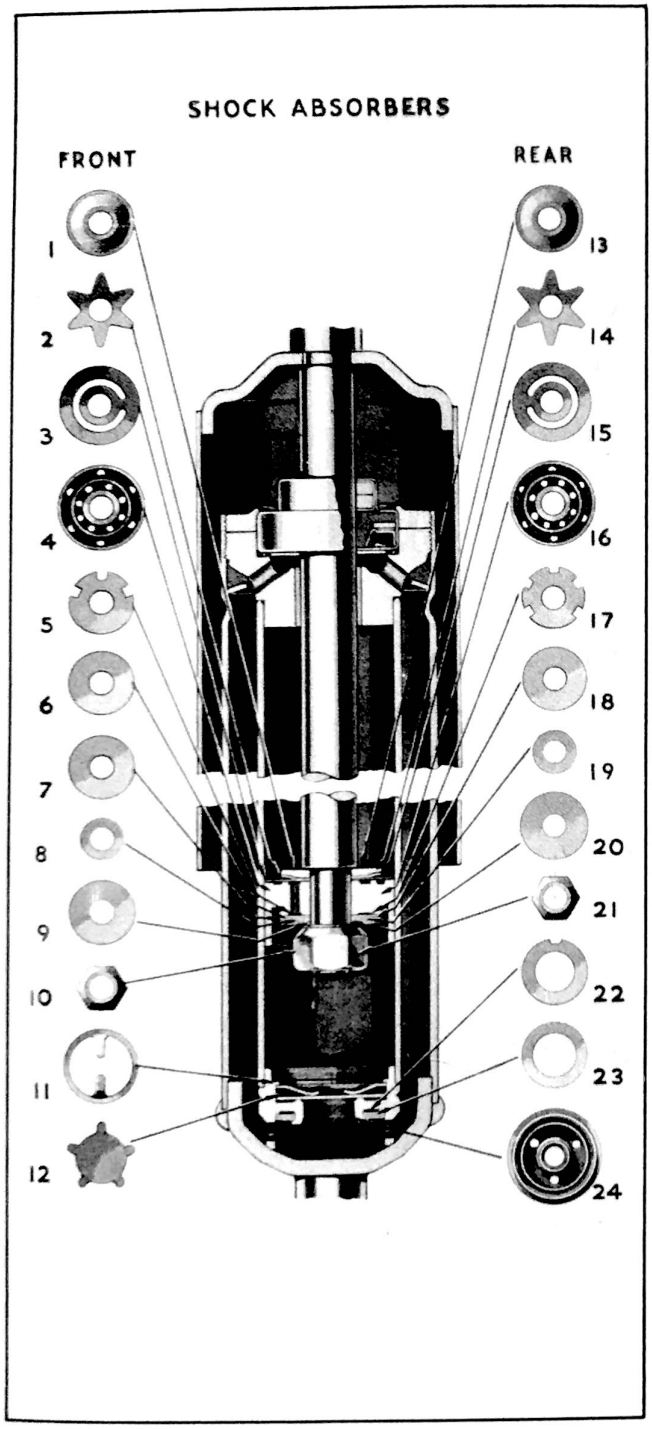

Figure 341 - Shock Absorber - Monroe
Place the upper part of the shock absorber in holding fixture J 993-1 and clamp in vise with the open end of the shock absorber up and then push the pressure tube down as far as it will go. Remove the parts on the Front Shock Absorber in the order given - on Fig. 341.
VALVE DISASSEMBLY, FRONT MONROE SHOCK ABSORBER. Remove piston rod nut (10), Fig. 341, pressure relief valve disc (9) (2 used), pressure relief valve back plate (8), pressure relief valve disc (7), pressure relief valve disc (6), metering washer (5), piston (4). Be sure to mark location of piston on rod to insure it being replaced in same position, intake valve (3), intake valve star spring (2) and support washer (1).
VALVE DISASSEMBLY, REAR MONROE SHOCK ABSORBER. Remove piston rod nut (21), Fig. 341, pressure relief disc (20) (2 used), pressure relief valve back plate (19), pressure relief valve disc (18), metering washer (17), piston (16). Be sure to mark location of piston on rod to insure it being replaced in same position, intake valve (15) intake valve star spring (14) and support washer (13).